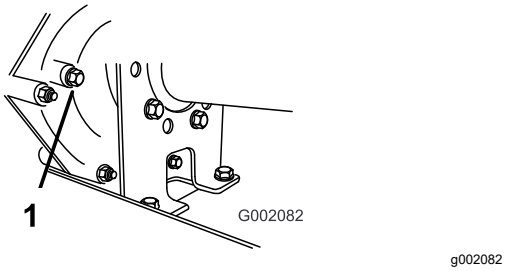

Figur 58
2. Fjern bolten fra nivåindikatorhullet (Figur 58).